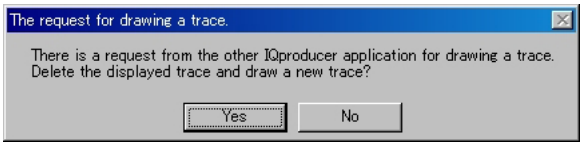

Figure 3.2.4-2 Confirmation message
2. Select **[CCDF]** from the **[Simulation]** menu or click the tool button. The confirmation message shown in Figure 3.2.4-2 below appears: